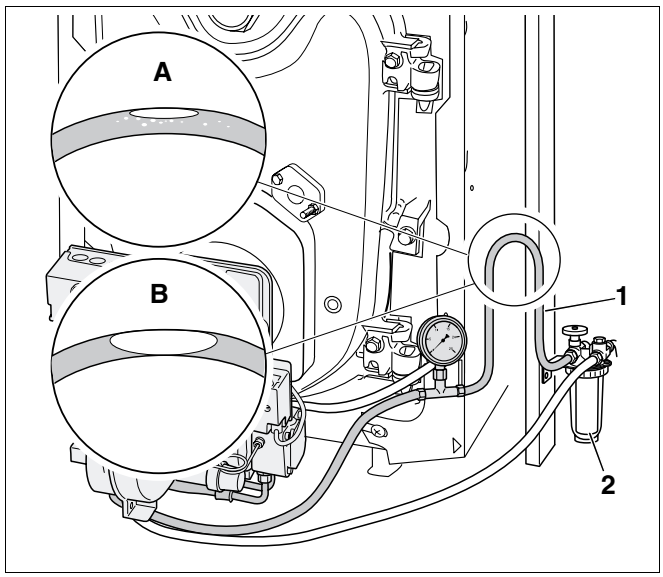

Рис. 24 Вертикальная петля прозрачного шланга
- Соединить прозрачный шланг (рис. 24, **поз. 1**) со всасывающей линией за топливным фильтром (рис. 24, **поз. 2**).
- Сделать из прозрачного шланга вертикальную петлю так, как показано на (рис. 24).
- Проверить размеры воздушного пузырька, образовавшегося в шланге (рис. 24, **вид A** и **B**).
Если воздушный пузырек в верхней части шланга имеет небольшие размеры (рис. 24, **вид A**), то это значит, что топливопровод достаточно герметичен.
Большой воздушный пузырек (рис. 24, **вид B**) говорит о том, что на всасывающей линии и/или в местах подключений имеются неплотности.